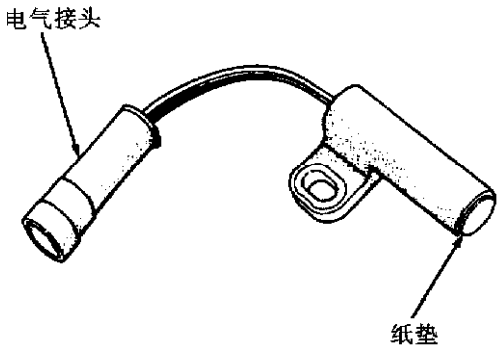

图4-67 曲轴位置传感器
① 3.0L，3.3L，3.8L。曲轴位置传感器(图4-67)感应驱动飞轮上切槽，总共有3组开槽，每组有4个槽口，一共有12个槽口(图4-68)。基本正时是由每组的最后一个槽口的位置来设定的。一旦PCM感应到最后一个槽口，它从凸轮轴位置传感器输入确定曲轴位置(活塞将在上死点旁边)。发动机转动一圈，PCM即可确定曲轴位置。